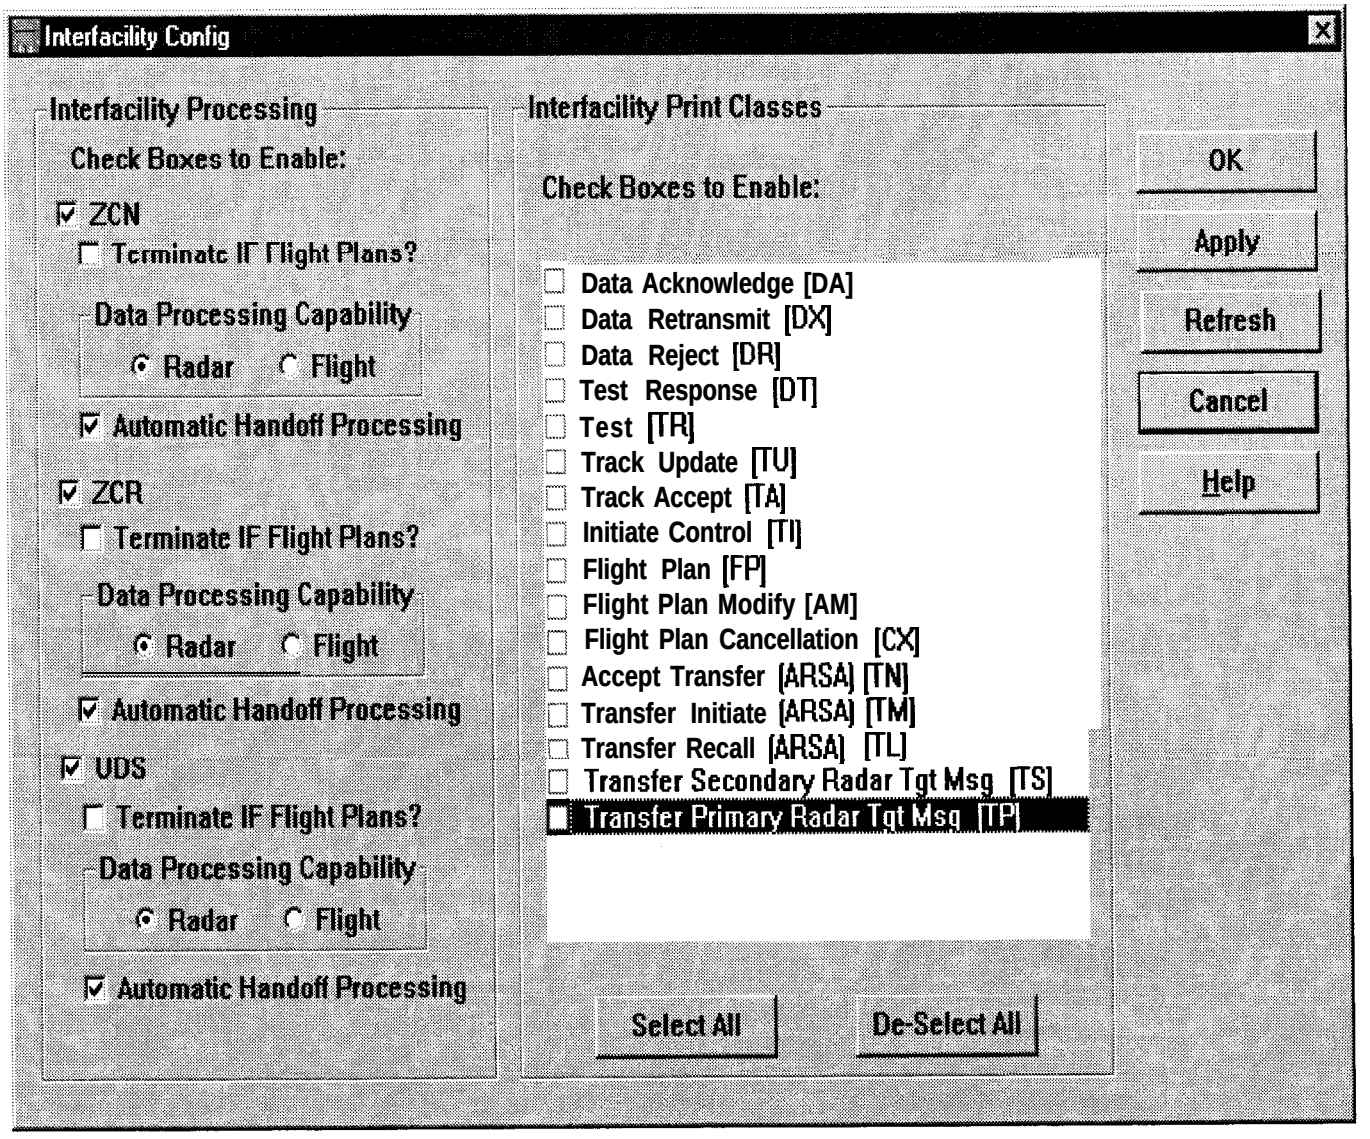

FIGURE 3-2. SAMPLE APPLICATIONS WINDOW
3.1.3.2 Applications Windows. Figure 3-2 is a sample of an actual SMC-PC application window. (Figure 4-1, in the next section, shows a generic SMC-PC applications window and paragraph 4.1 defines the terminology used to describe an applications window.) An application window is opened by double clicking on an icon in a program group window. Figure 3-2 shows the Interfacility Config application window, which is an application found under the Function Config program group. The procedures in Section 4 which describe the use of the SMC-PC user interface will group the applications windows directly under the section heading for each program group.